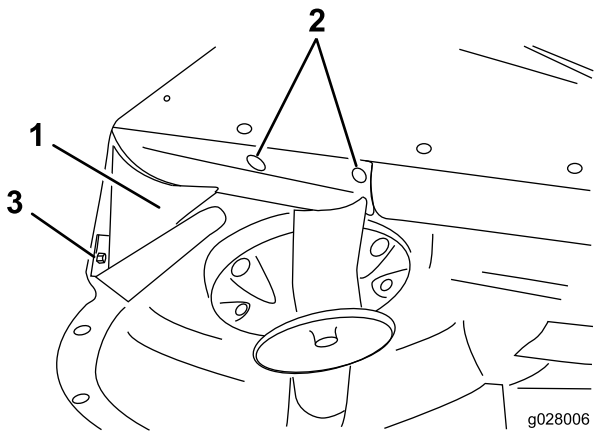

Figure 9
7. Align the rear deflector with corner of discharge opening (Figure 9).
11. Using the rear shelf as a template, mark and drill 2 holes (9/32-inch diameter) through center of curved edge of deck (Figure 9).